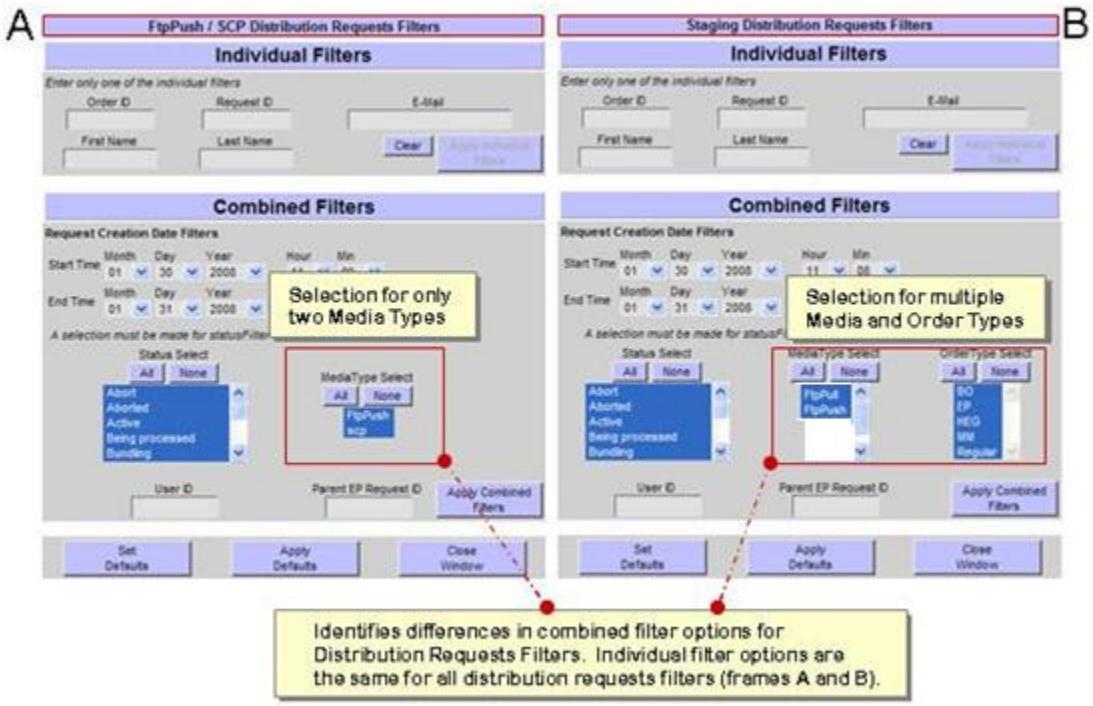

Figure 15.6-23. FtpPush/SCP (A) and Staging (B) Distribution Requests Filters
- The **Distribution Request <ID> Profile** appears displaying its multiple parts of information (Figure 15.6-23).
- The **FtpPush/SCP Distribution Requests** page (Figure 15.6-23) displays.
- The **FtpPush/SCP (or Staging) Distribution Requests Filters** window (Figure 15.6-23, Frame A (or Frame B) appears.
1 - **Individual Filters** – displays limited options (Figure 15.6-23, Frame A (or B) to set a defined criteria specific to a distribution request. Those options are:
2 - **Combined Filters** – has several options (Figure 15.6-23, Frame A (or B) to allow operator to combine multiple criteria to define the filter.
- For **FtpPush/SCP** distribution requests, media options include FtpPush or SCP (Secure Copy Protocol), Figure 15.6-23, Frame A.
- For **Staging** distribution requests, media options include FtpPull, FtpPush, SCP (Secure Copy Protocol), Figure 15.6-23, Frame B.
- For **Staging** distribution requests, order type options include, "Regular," "BO" (Bundled Order), "EP" (Extended Play), "HEG" (HDF-EOS to GeoTIFF Conversion), Figure 15.6-23, Frame B.